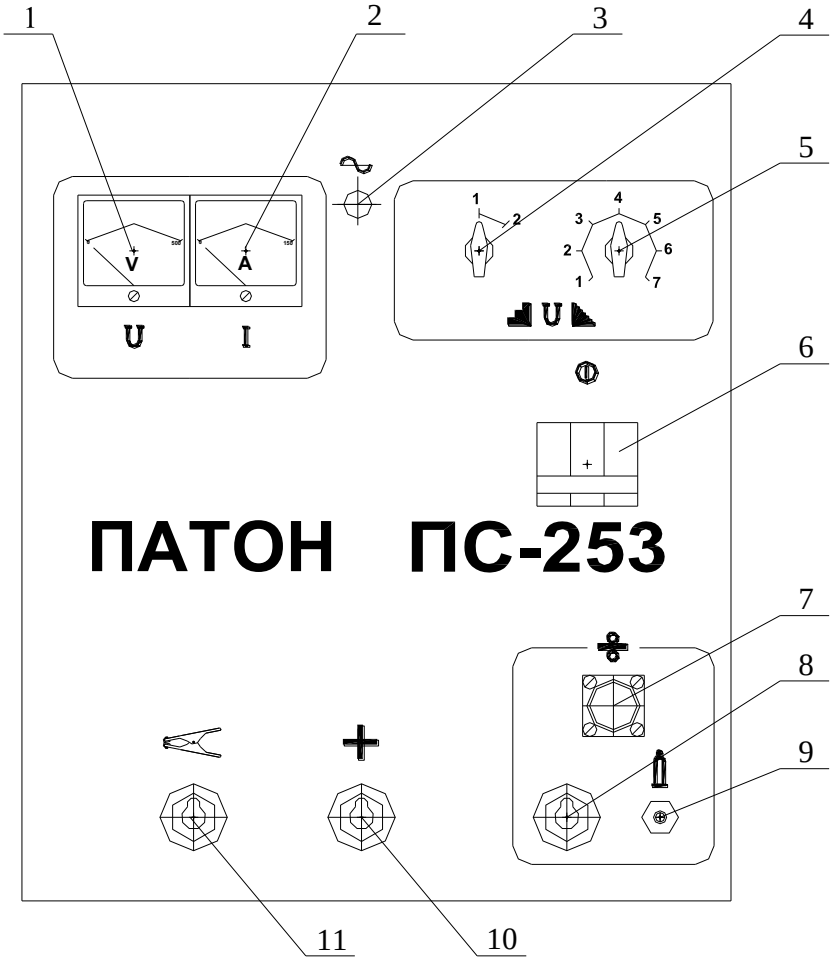
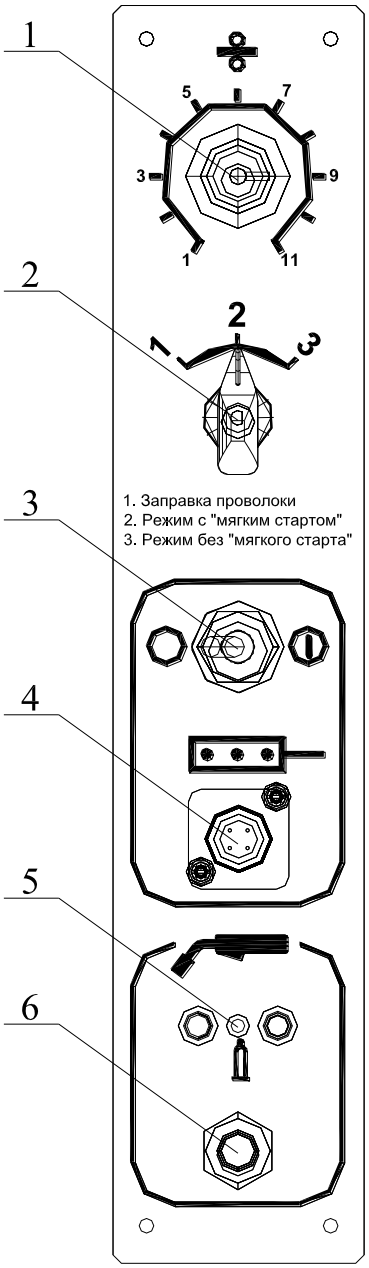

Рис.2. Лицевая панель выпрямителя
Рис.4. Лицевая панель блока подающего
- включить напряжение сети выключателем поз. 6 рис. 2, при этом должна загореться лампа “сеть” на выпрямителе;
- проверить возможность регулирования выходного рабочего напряжения ручками: поз.4 рис. 2, положение 1,2 - “грубо”, поз.5 рис.2 - “точно”;
8.2. Изменение сварочного напряжения производится переключателем поз.4, положение 1 и 2 “грубо” и переключателем поз. 5 рис. 2 “точно”, а сварочного тока - изменением скорости подачи проволоки ручкой поз 1 рис.4.
Регулирование напряжения на панельных гнездах от 9 до 18 В осуществляется рукоятками поз.5 рис. 2, а контролирование напряжения и потребляемого тока производиться по приборам поз. 1 и поз. 2 рис. 2. При этом показания вольтметра поз. 1 рис.2 надо делить на 2 .Мощность энергопотребителя не должна превышать 1,3 кВт.